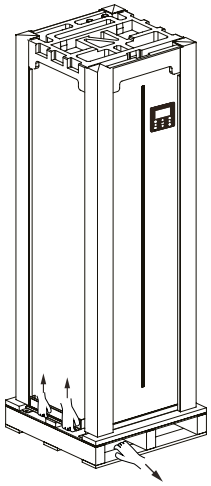

Rys. 6-4
- Gdy jedna osoba wysuwa drewnianą podstawę, trzy pozostałe podnoszą urządzenie za uchwyty z blachy stalowej (patrz rys. 6-4).